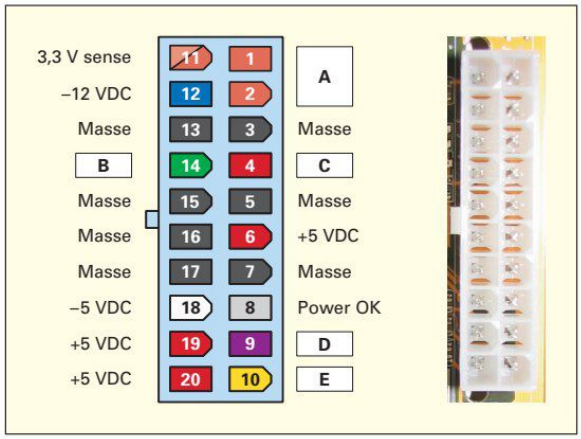

Bild 3: ATX-Buchse
3. Das Netzteil ist für die Stromversorgung des Computers zuständig. Es ist u. a. über einen Spezialstecker (ATX-Stecker) mit einer Buchse **(Bild 3)** auf dem Motherboard verbunden. Ermitteln Sie, z. B. mit einer Internet-Recherche, die fehlenden Bezeichnungen.